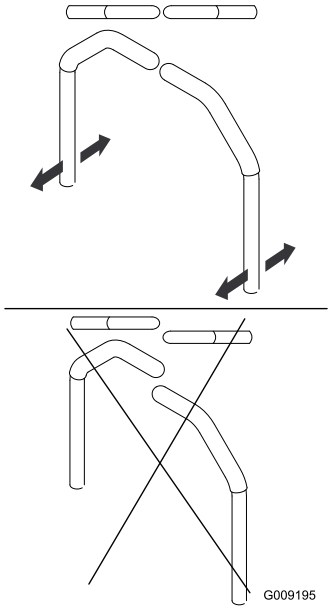

**Figure 77**
4. Réglez l'alignement avant/arrière des leviers en les plaçant simultanément à la position point mort puis faites-les coulisser jusqu'à ce qu'ils soient alignés, puis serrez les boulons (Figure 77).